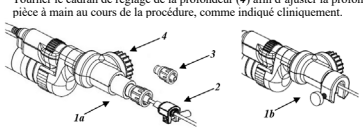

Figure 1
1. Si un canal opérateur (***Figure 1***) est utilisé, un mécanisme de réglage de la profondeur avec raccord Luer (***1a***) ou MINOP (***1 b***) a été ajouté pour faire office d'interface avec les endoscopes.